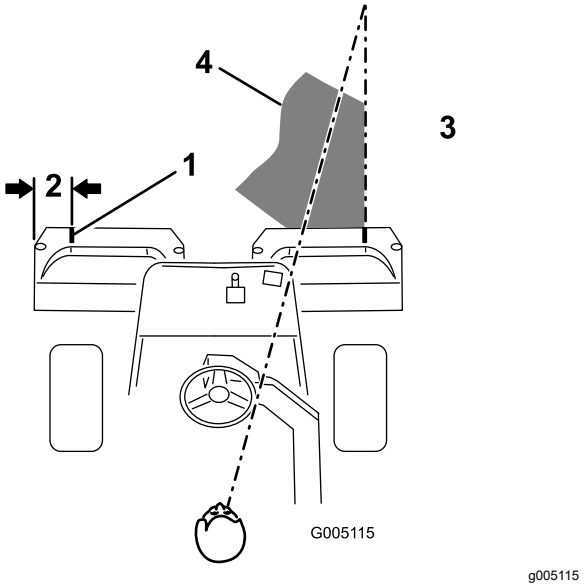

Figuur 9
2. Bevestig een strook witte tape of zet een streep op elke mand, die evenwijdig loopt aan de buitenrand van elke mand Figuur 9)